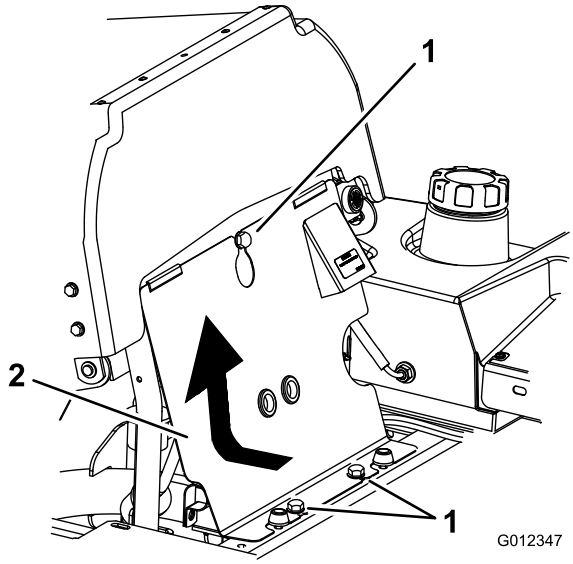

Figuur 48
1. Kantel de stoel naar voren, draai de bouten los en verwijder het frontpaneel van de motor (Figuur 48).